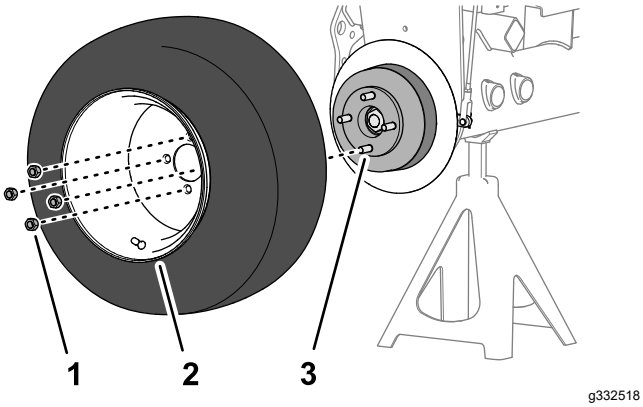

Figur 62
1. Fjern de 4 hjullåsemøtrikker, der fastgør det forreste hjul til navet, og afmonter hjulet (Figur 62).